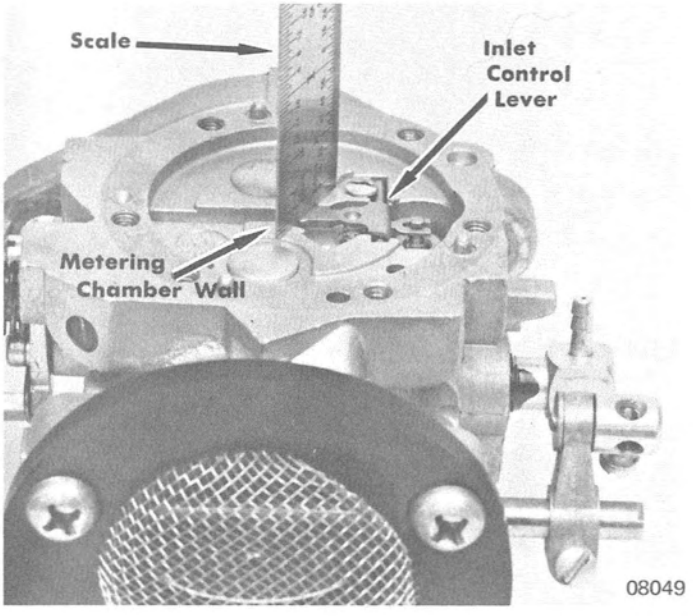

Figure 9. Inlet Control Lever Adjustment
b. Assemble inlet control lever. Adjust lever so that center of lever, which contacts metering diaphragm, is flush with metering chamber wall, as shown in Figures 9 and 10.